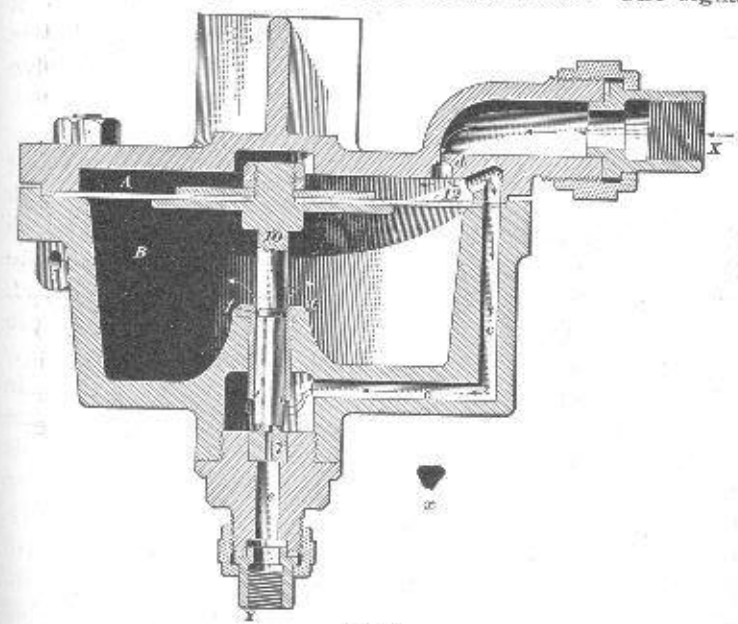

Fig. 7
8. The signal valve, Fig. 7, is located under the cab, either on the engineer's or the fireman's side. The signal
17. Sometimes the whistle only gives a weak blast when the cord is pulled. This may be due to the regulating spring of the reducing valve being too weak, so that there is less than 40 pounds in the signal pipe; the whistle may be full of dirt or be improperly adjusted; or the passage through the bushing *7* in the signal valve, Fig. 7, may be partly stopped up with oil and dirt.
18. If, in the signal valve, Fig. 7, the valve formed by the end of the stem *10* leaks or is held from its seat on bushing *7* by dirt, there will be a constant blow at the whistle.